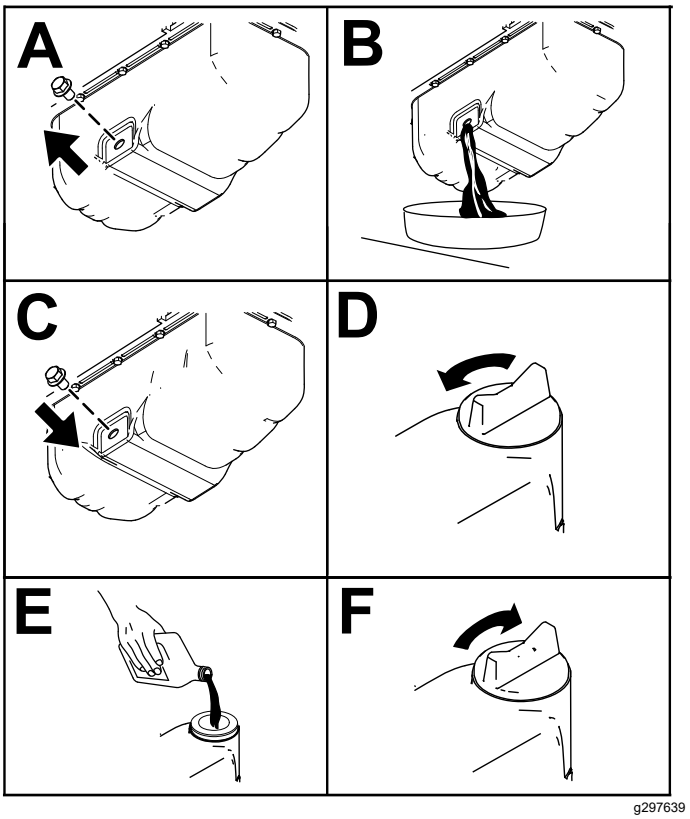

Figuur 53
3. Ververs de motorolie zoals wordt getoond in Figuur 53.